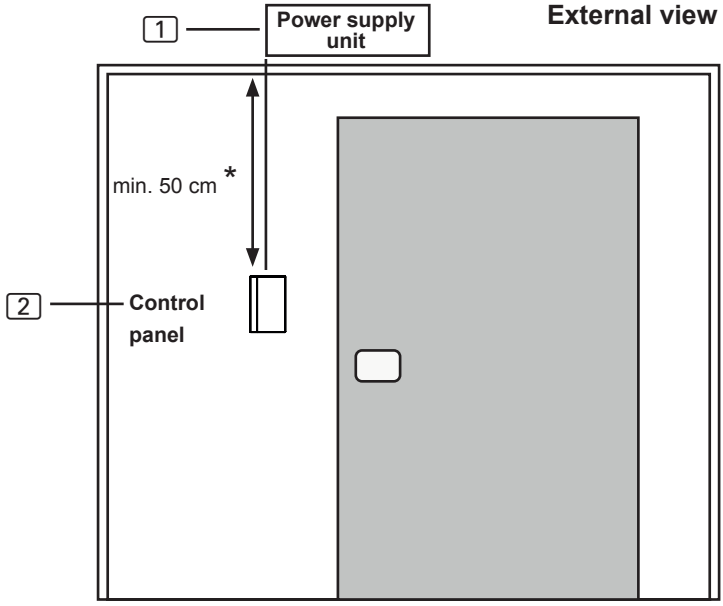

Fig. 4 Control panel position
The control panel 2 is installed on the cabin wall at a maximum distance of 10 metres from the power supply unit 1 (see **Fig. 4**).
* For installation inside a sauna cubicle, a minimum clearance of 50 cm from the cubicle roof must be maintained (see **Fig. 4**).